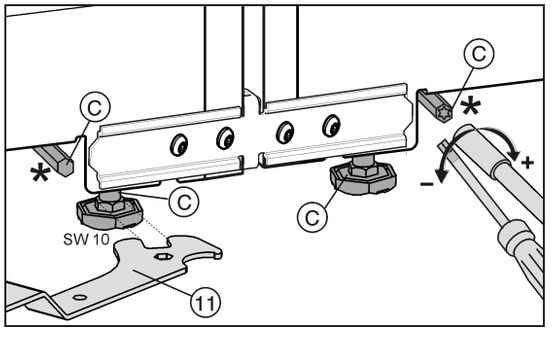

*Fig. 26*
Les pieds de réglage avants peuvent être réajustés avec la clé à fourche *Fig. 26 (11)* fournie; les pieds de réglage arrières avec un embout 1/4".